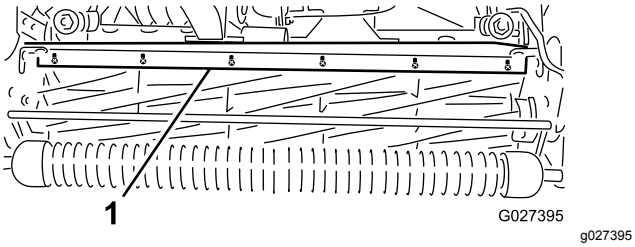

Figur 59
1. Løsn de skruer, der fastgør den øverste stang (Figur 59) på klippeenheden.